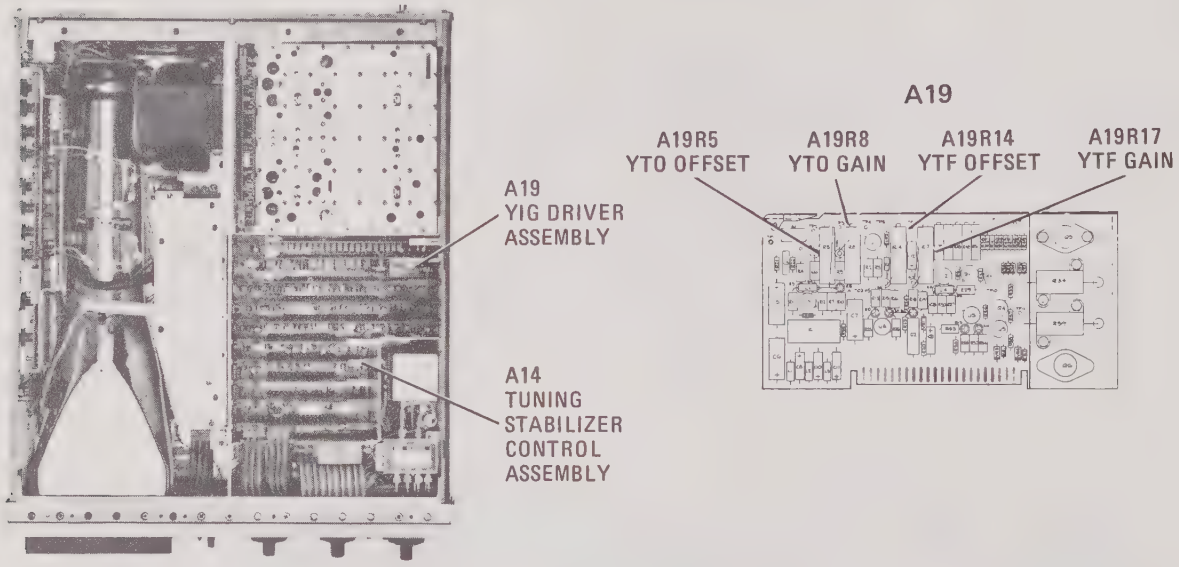

Figure 5-32. YIG Driver Adjustment Locations
e. Adjust A19R5 YTO OFFSET (Figure 5-32) for a frequency counter reading of 2.050 GHz ±0.0002 GHz.